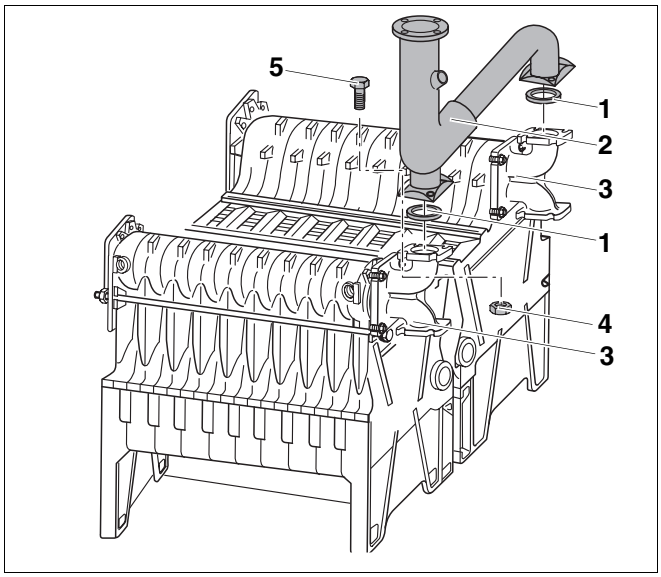

Afb. 29 Vertrekleiding monteren
- Leg de vlakke dichtingen (afb. 29, **pos. 1**) op de bovenzijde van de beide aansluitstukken (afb. 29, **pos. 3**).
- Plaats de vertrekleiding (afb. 29, **pos. 2**) op de aansluitstukken (afb. 29, **pos. 3**).
- Steek de zeskantbouten M12 × 40 (afb. 29, **pos. 5**) langs boven door de aansluitflens van de vertrekleiding (afb. 29, **pos. 2**) en van het aansluitstuk (afb. 29, **pos. 3**).
- Draai de moeren met schijf erop geperst (afb. 29, **pos. 4**) op de zeskantbouten (afb. 29, **pos. 5**) en draai ze kruisgewijs vast.